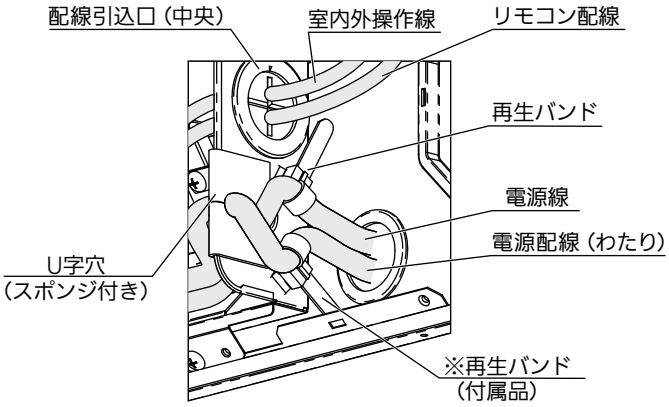

図3
- 電源線は、電装ボックス側面にある再生バンドでしっかりと固定してください。（図3）